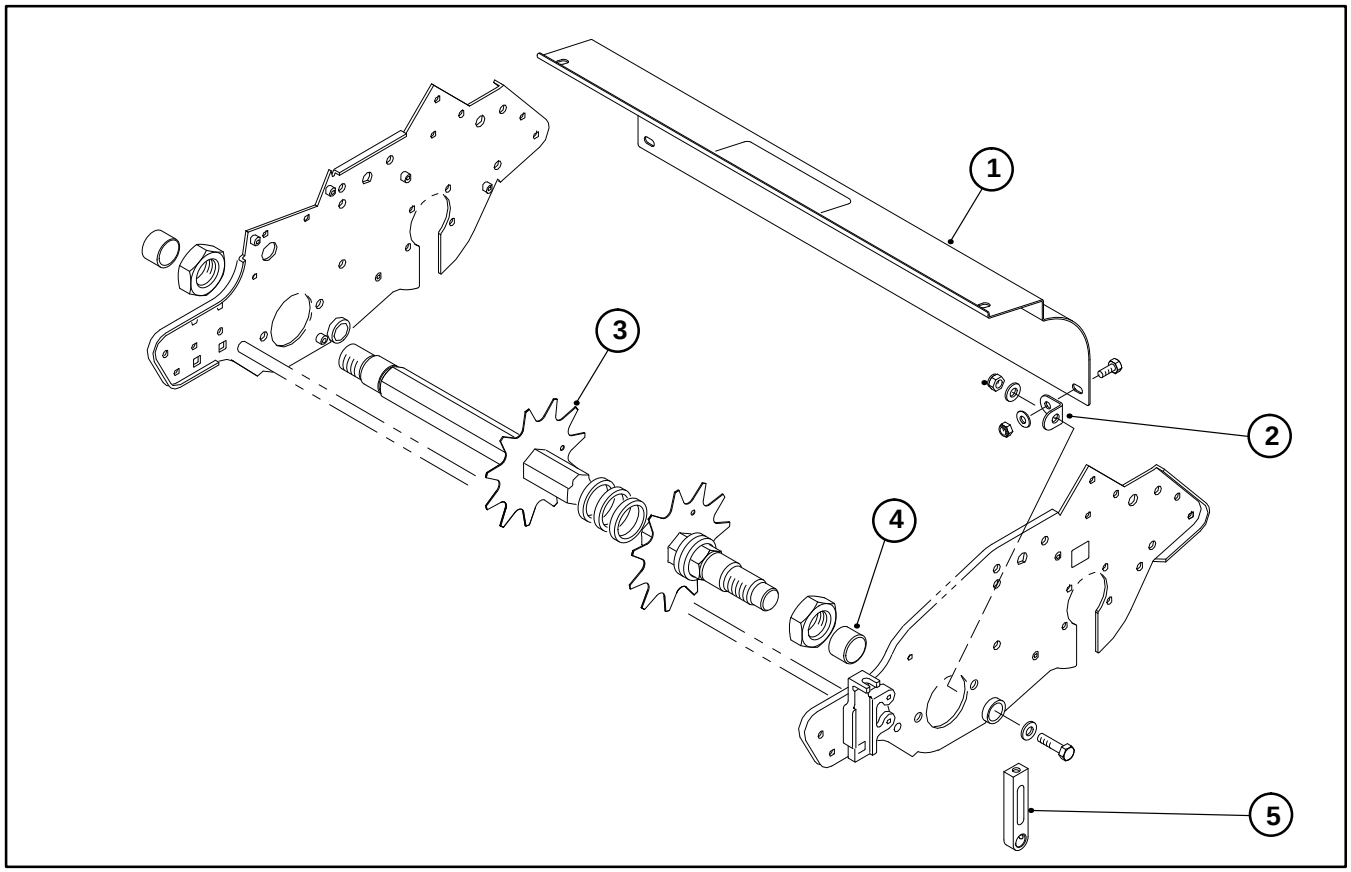

Figure 3
2. Loosely mount a shield bracket to each end of new grass shield with a 1/4–20 x 5/8" lg. capscrew, flat washer and lock nut, as shown in figure 3.
3. Mount shield brackets to each side plate of mower with a 5/16–18 x 1–1/4" lg. capscrew, (2) flat washers and a lock nut, as shown in figure 3.
2. Install a spacer−seal onto each end of reel shaft (Fig. 3).